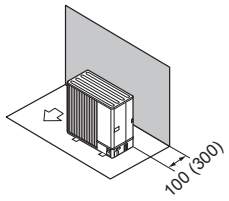

Fig. 1-6
① Obstacles at rear only (Fig. 1-6)